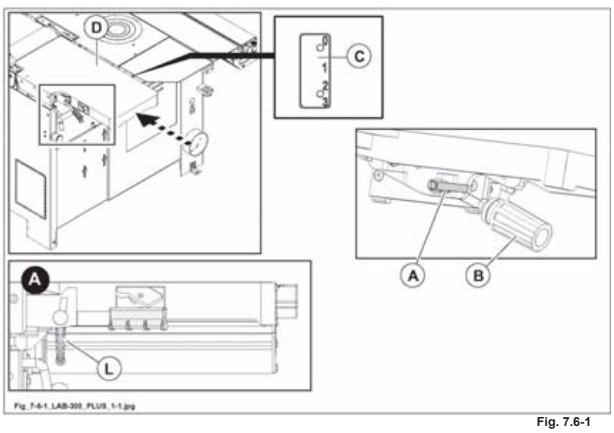

Fig. 7.6-1
- Allentare la leva (L fig. 7.6-1) come indicato in figura A.
- Allentare il bloccaggio (A fig. 7.6-1).
- Agire sulla manopola (B fig. 7.6-1) per posizionare il piano (D fig. 7.6-1) in funzione dell'asportazione desiderata: leggere lo spostamento sulla targhetta (C fig. 7.6-1).
- A regolazione eseguita serrare il bloccaggio (A fig. 7.6-1).
- **A regolazione eseguita serrare il bloccaggio (L fig. 7.6-1).**